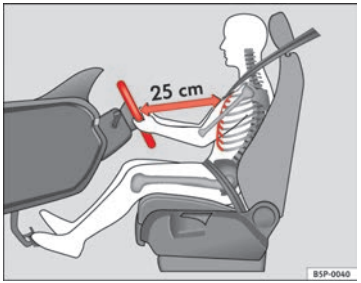

Fig. 134 Proper sitting position for driver
– Adjust the steering wheel until the correct position is set ⇒ Fig. 134.
- **Adjust the driver seat or steering wheel so that there is a distance of at least 25 cm between the steering wheel and your chest ⇒ Fig. 134. If you fail to observe the minimum distance, the airbag will not protect you. Risk of fatal injury.**